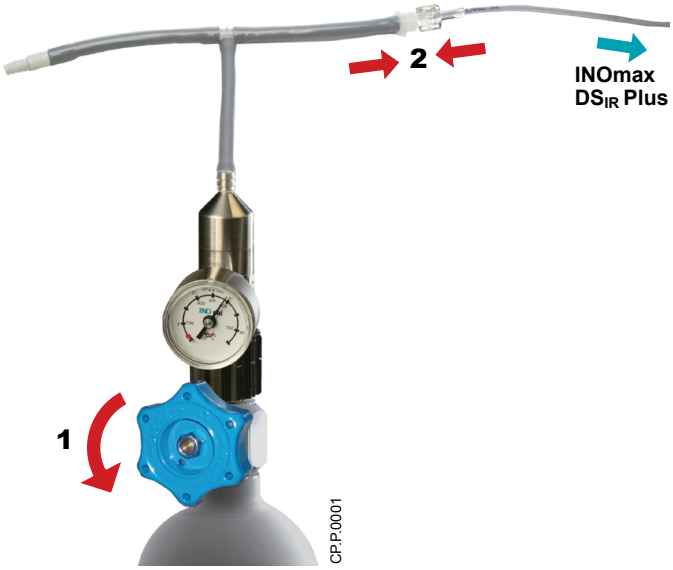

Figure 5-35 High NO Calibration setup
13. Turn the INOcal cylinder valve handle counter-clockwise at least one full turn to open the cylinder valve (see **1**, Figure 5-35).